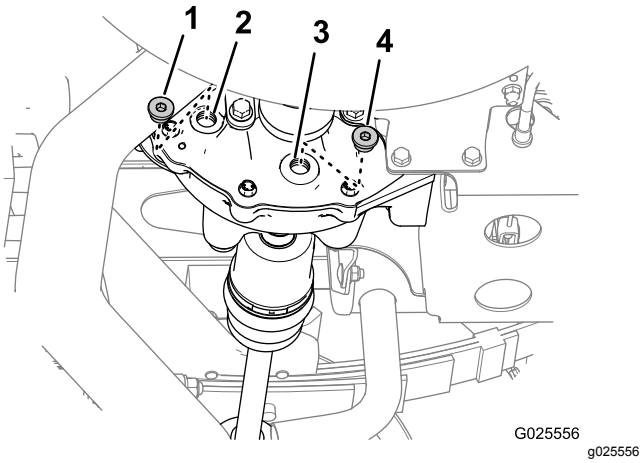

図 65
1. ドレンプラグの下にオイルを受ける容器をおく図 65。
2. デファレンシャツの補給ポートから補給プラグを、ドレンポートからドレンプラグを、外す図 65。
4. ドレンポートにドレンプラグを元通りに取り付け図 65、プラグを 14-19 N·m13.6-19.0 kg·m = 10-14 ft-lbにトルク締めする。
5. ディファレンシャルの補給ポートから所定のオイルを 550 ml 入れる図 65。
6. 補給ポートに補給プラグを元通りに取り付け図 65、プラグを 14-19 N·m13.6-19.0 kg·m = 10-14 ft-lbにトルク締めする。